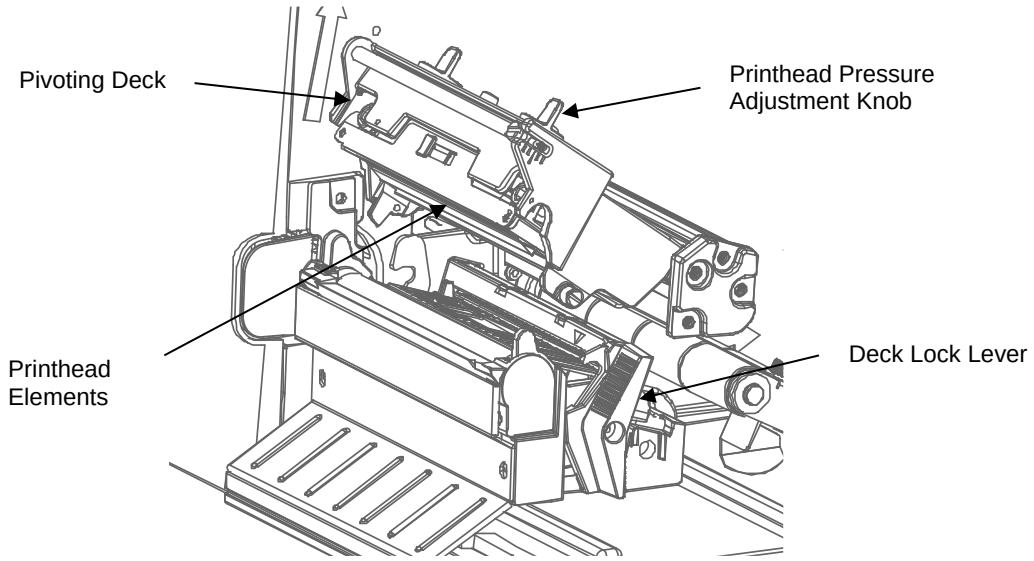

Figure 15 Opening the Pivoting Deck
3. Close the pivoting deck and rotate the deck lock lever fully counterclockwise. (*Figure 15*.)